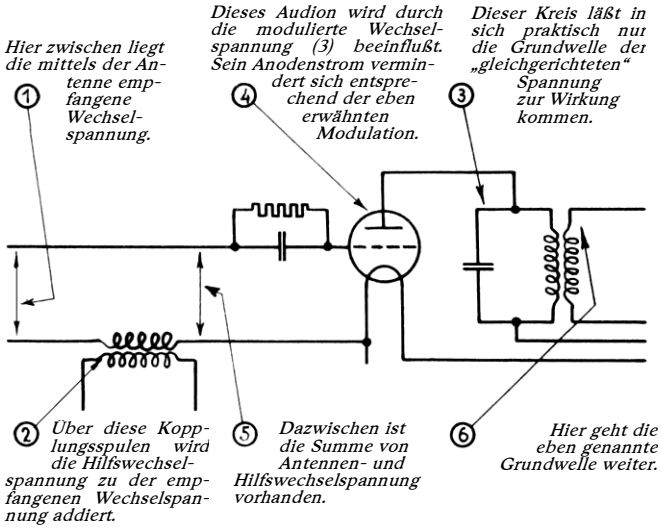

Abb. 1. Die Prinzipschaltung und was in ihr passiert.
Wir kommen jetzt zu Nr. 2. Im Superhet selbst erzeugt man eine zweite Wechselspannung — die Hilfsspannung.[1]) Deren Frequenz ist gleichfalls unveränderlich, aber von der Frequenz der Antennenspannung etwas verschieden. Die Höhe der Hilfsspannung ist konstant. Entweder benutzt man zu ihrer Erzeugung so, wie es in Abb. 1 angedeutet ist, einen besonderen Kreis oder es wird — besser — gleich die in Abb. 1 dargestellte Röhre nebenbei zur Erzeugung der Hilfsspannung mitbenützt. Die prinzipielle Arbeitsweise ist in beiden Fällen die gleiche. Deshalb habe ich die übersichtlichere — getrennte — Anordnung diesen Zeilen zugrundegelegt.
Abb. 2. Der zeitliche Verlauf der Spannungen in der Schaltung nach Abb. 1. Für den kritischen Leser: Antennen- und Hilfsspannung wurden gleich groß angenommen, weil für diesen Fall die Verhältnisse am übersichtlichsten werden. Ebenfalls der Deutlichkeit halber habe ich die Kurven (4) und (6) phasengleich gezeichnet.
Als Nr. 5 (in Abb. 1) ist ein auf diese Frequenz abgestimmter Resonanzkreis eingeschaltet, der mit Hilfe der dort sichtbaren Sekundärwicklung die zwischenfrequente Spannung weitergibt. Der Vollständigkeit halber soll noch angeschrieben werden, wie die Zwischenfrequenz mit Antenne und Hilfsfrequenz in Zusammenhang steht. Die Frequenz der Spannung 6 ist eben so groß wie die der Anodenstromänderungen.